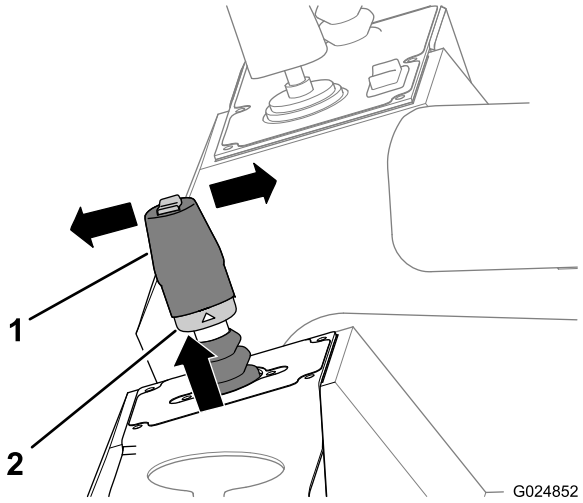

Figura 47
2. Levante o anel de bloqueio que está na parte inferior da manopla do joystick (Figura 47).
- Mova a alavanca para frente (no sentido da dianteira da máquina) para conduzir a máquina para frente (Figura 47).
- Mova a alavanca para trás (no sentido da traseira da máquina) para conduzir a máquina em ré (Figura 47).
4. Solte o anel de bloqueio e a alavanca (Figura 47).
5. Retorne a alavanca para a posição Neutro para parar a máquina (Figura 47).